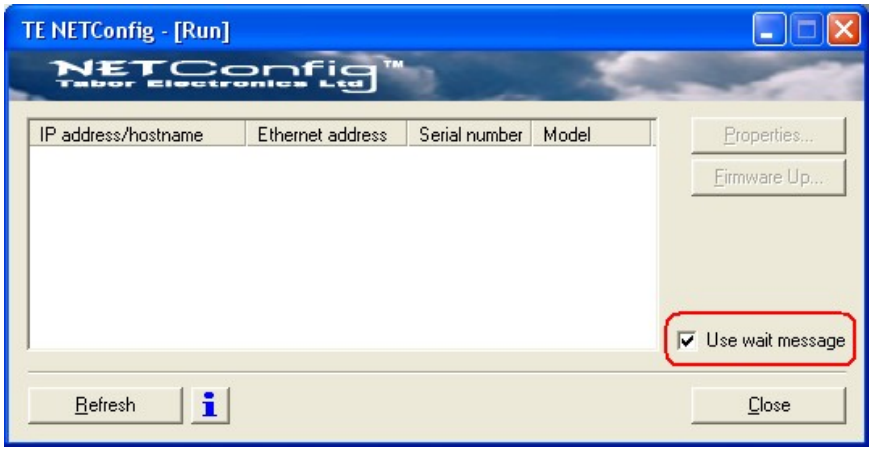

Figure 6-4, The NETConfig Utility
The NETConfig window lists **Tabor** devices found on your subnet. Figure 6-4 shows an example of this display.
3. Click on the "Use wait message" to select this option as shown in Figure 6-4.